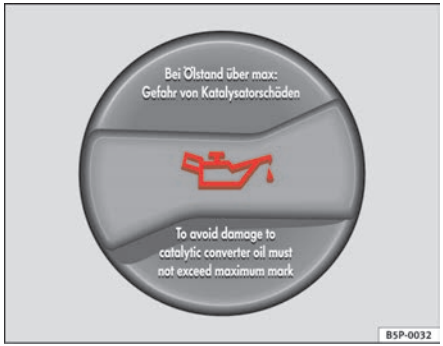

Fig. 145 In the engine compartment: Engine oil filler cap
- Unscrew cap from oil filler opening ⇒ fig. 145..
- As soon as the oil level is in area (B), carefully close the cap.